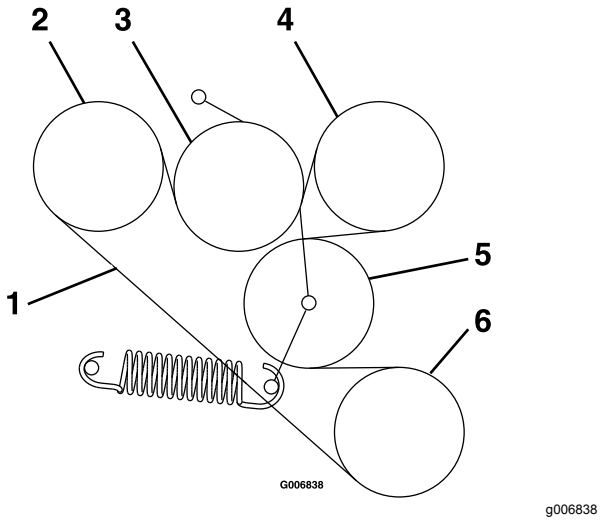

Figur 61
6. Før den nye rem op på remskiverne som vist på den mærkat, der er placeret på bagsiden af den venstre drevafskærmning (Figur 61).